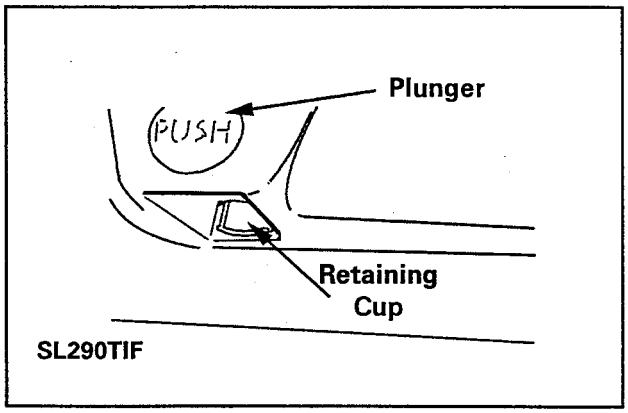

Figure 4-14
1. Locate the locking clip below the dispensing button ***(Figure 4-14).***